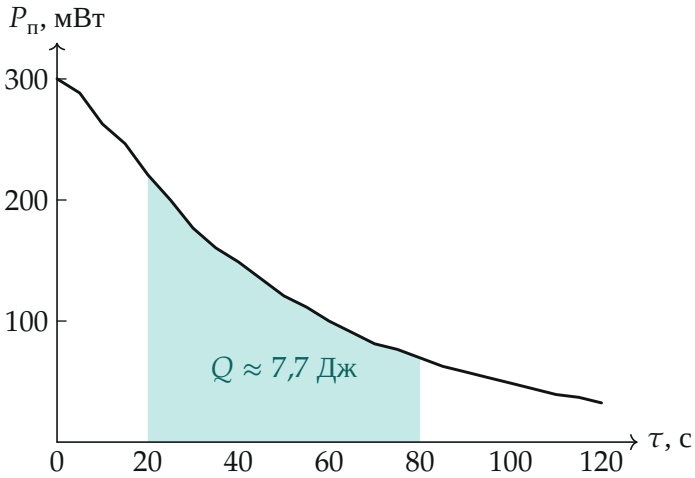

Рис. 3. Мощность потерь при остывании $P_n = a(T - T_0)$. Закрашенная площадь (от 20 до 80 с) — теплота, отданная при остывании от 32,7 до 26,2 °C.
5. Способ 2: по площади. Теплота, ушедшая за время от τ_1 до τ_2, — площадь под графиком $P_{\text{п}}(\tau) = a(T(\tau) - T_0)$ (рис. 3). По закону сохранения энергии она равна $C\,(T_1 - T_2)$. Для интервала 20–80 с (от 32,7 до 26,2 °C) сумма трапеций даёт $Q \approx 7{,}7$ Дж: